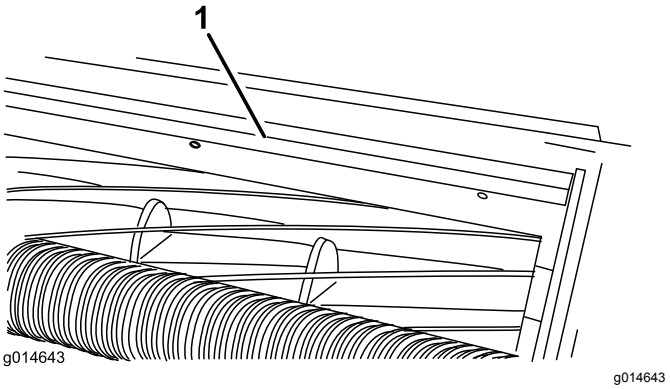

**Figur 12**
1. Lossa de skruvar som håller fast den övre stången (Figur 12) på klippenheten.